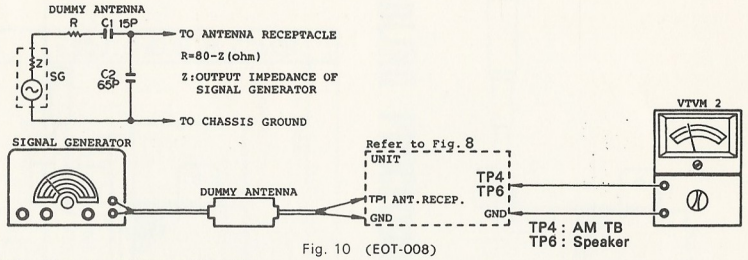

Fig. 10 (EOT-008)
(1) Connections Refer to Fig. 10 Signal generator·····connect the TP 1